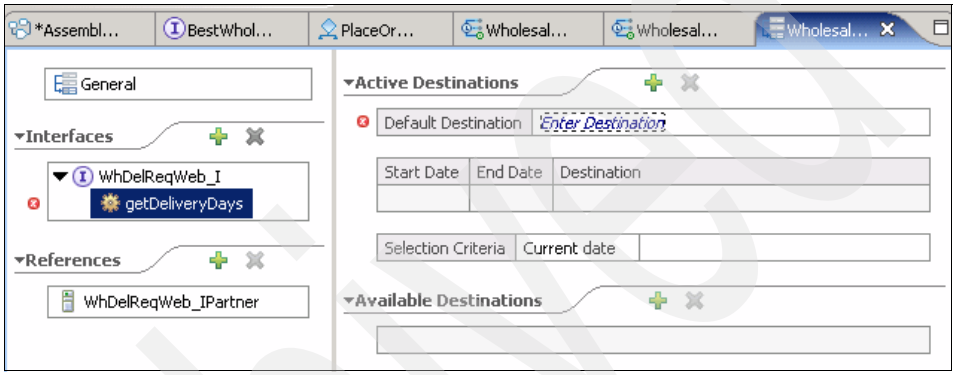

Figure 12-25 The Rule Group Editor
3. When the Rule Group Editor (Figure 12-25) opens, click the **getDeliveryDays** operation.